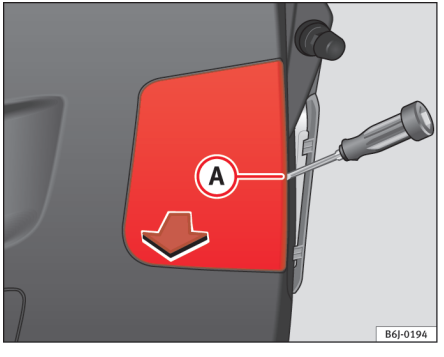

Fig. 152 Lygter i bagklappen
– Tag afdækningen af ved hjælp af en skruetrækker med flad klinge. Skub den ind i udskæringen (A) ⇒ side 218, fig. 152. ■